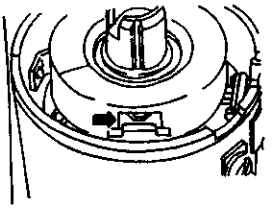

图 3—50
④霍尔传感器线路检查。检测图 3—48 的 D 图所示的导线连接器与图 3—41 所示针脚间的电阻值，其 D1 与 A18 间、D2 与 A27 间及 D3 与 A25 之间的电阻值均应为 0Ω，否则应检修电路。